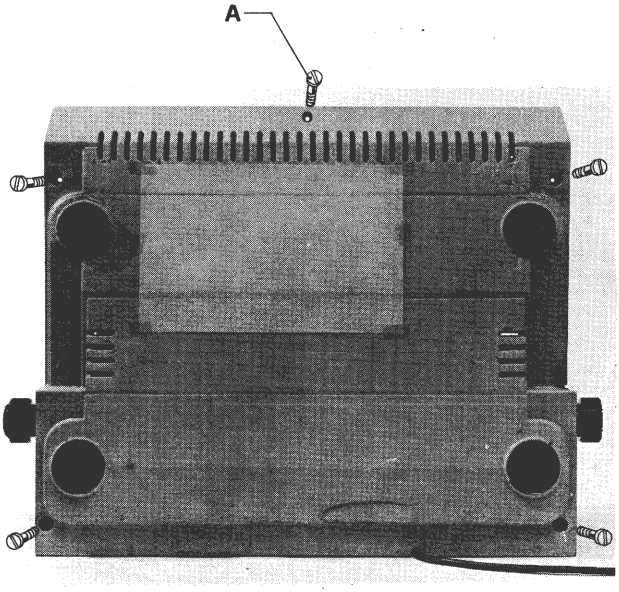

Fig. 1
- Svitare le 5 viti (A) che tengono il fondello a contatto della copertura (fig. 1).